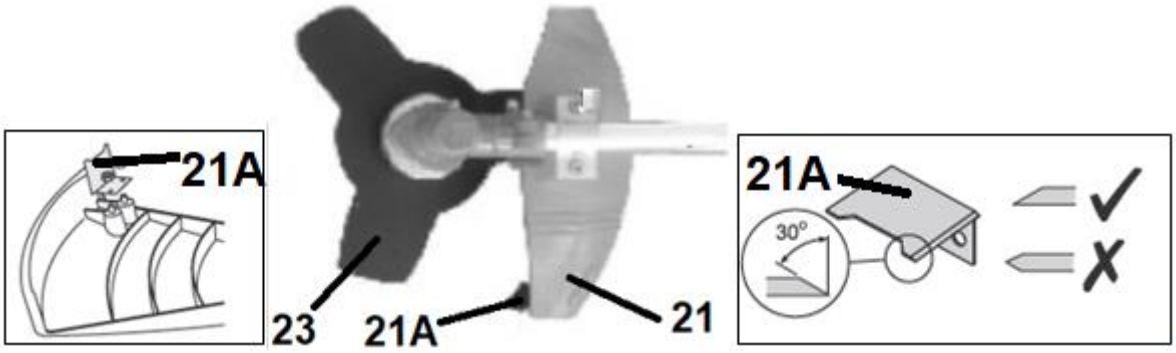

Rys. 28
1. Zdemontuj nożyk (Rys. 28, poz. 21A) z osłony bezpieczeństwa (Rys. 28, poz. 21)